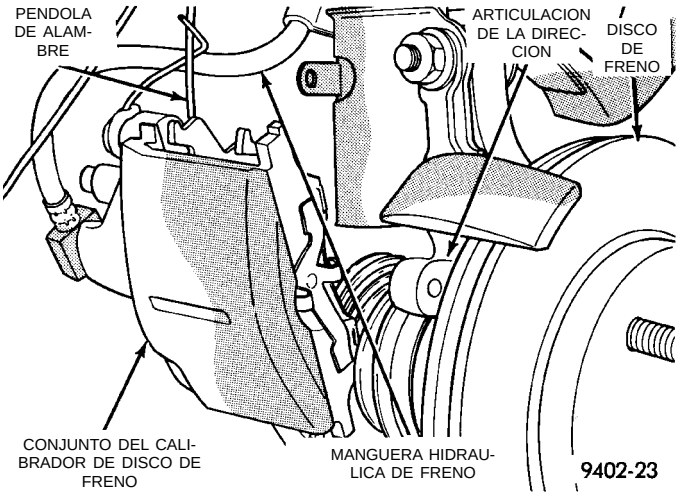

Fig. 56 Cómo sostener el calibrador de freno de disco
(5) Sostenga con firmeza el calibrador de disco de freno con una péndola de alambre (Fig. 56). Esto se requiere para impedir que el peso del calibrador dañe la manguera flexible de freno.